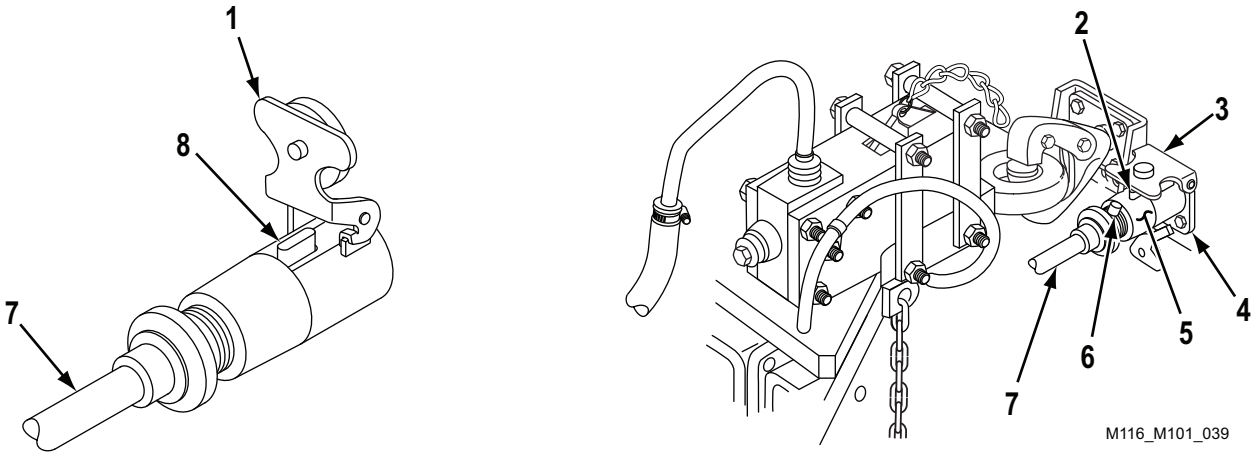

Figure 14. Intervehicular Cable Disconnection.
4. Lift receptacle cover (Figure 14, Item 4) of prime mover from slot (Figure 14, Item 3), and disconnect plug (Figure 14, Item 6) of intervehicular cable (Figure 14, Item 7) from prime mover receptacle (Figure 14, Item 5).
5. Pull back latch (Figure 14, Item 8). Latch cover (Figure 14, Item 19) of intervehicular cable (Figure 14, Item 7) is spring-loaded to close.
6. Remove breakaway chain (Figure 14, Item 2) from prime mover.